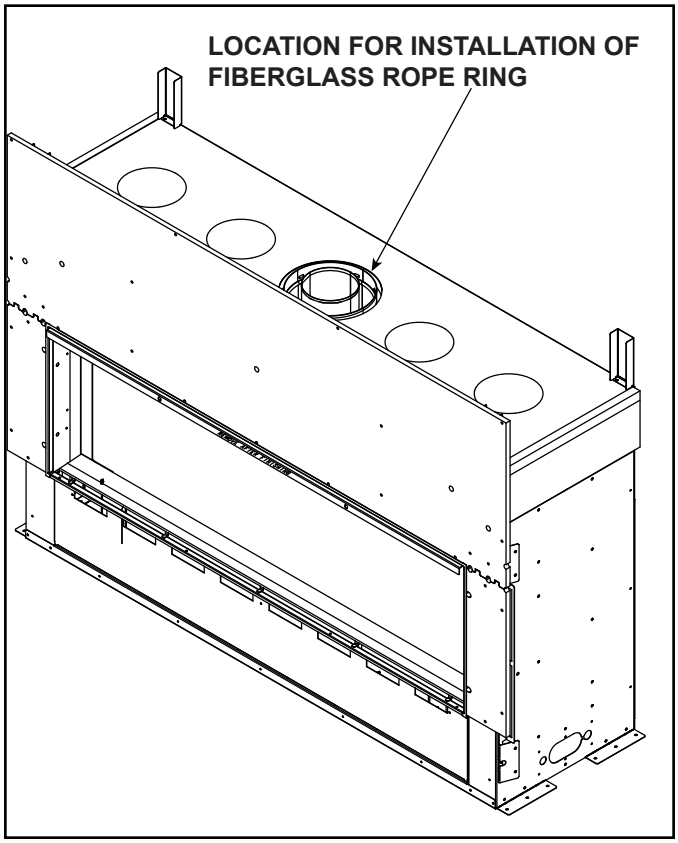
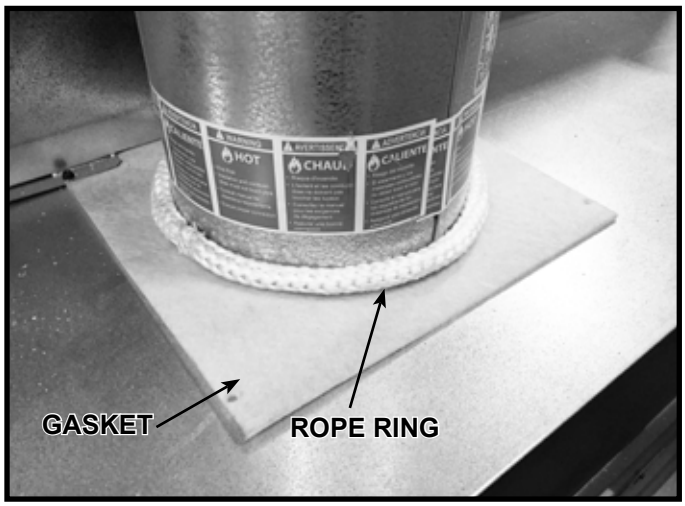

**Figure 6.2 Location of Fiberglass Rope Ring**
**Figure 6.3 Fiberglass Rope Ring Installed**
5. Place the fiberglass rope ring over the gasket. Ensure both the gasket and the rope ring are seated on the top of the appliance. See Figure 6.2 and Figure 6.3.